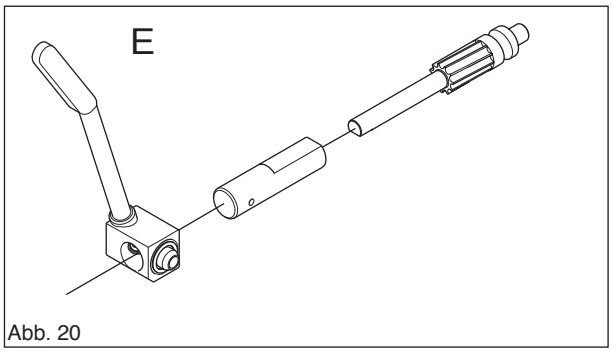

Abb. 20
Die Ölpumpe (E) ist nicht einstellbar. (Siehe Abb. 20.)